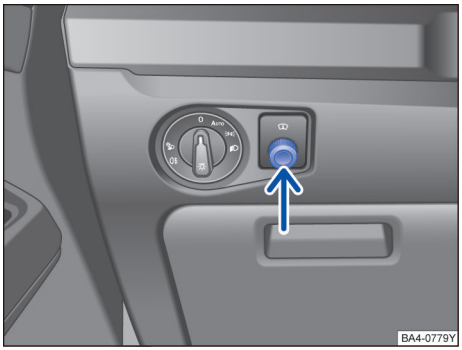

图 12 仪表板：平视显示系统按钮
打开或关闭平视显示器时，按下按钮→ 图 12。
– 转动旋钮→ 图 12 来调整显示屏。